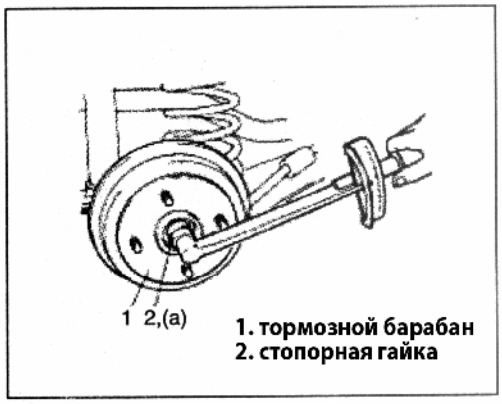

Рис. 667
3) Установите шайбу и стопорную гайку (Рис. 667).